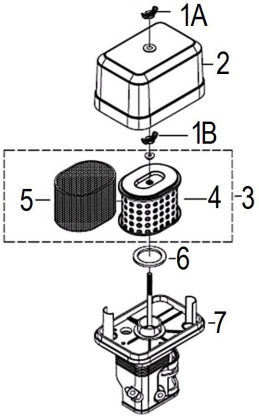
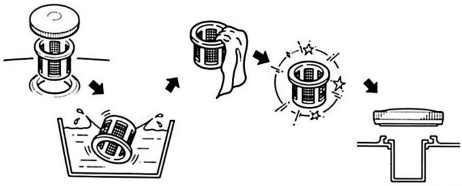

Рис. 23 Обслуживание воздушного фильтра
Рис. 25 Обслуживание сетчатого фильтра в горловине топливного бака
1. Открутите барашковую гайку 1А и снимите крышку 2 воздушного фильтра (Рис. 23).
2. Открутите барашковую гайку 1В и извлеките из корпуса воздушный фильтр 3 в сборе (Рис. 23).
Поролоновый (предварительный) фильтрующий элемент 5 установлен на корпусе бумажного фильтрующего элемента 4 (Рис. 23).
4. При незначительном загрязнении промойте поролоновый фильтрующий элемент 5 (Рис. 23) теплым мыльным раствором и просушите. Поврежденный или сильно загрязненный поролоновый фильтрующий элемент замените.
5. Произведите очистку корпуса 7 и крышки 2 воздушного фильтра, не допуская попадания пыли и грязи в воздуховод, ведущий к карбюратору (Рис. 23).
7. Перед установкой воздушного фильтра убедитесь, что уплотнительное кольцо 6 воздушного фильтра находится на месте и не имеет повреждений (Рис. 23).
Топливный фильтр 2, установленный в горловине бака, проверяйте при каждой заправке бака топливом (Рис. 25). При необходимости вынимайте сетчатый фильтр из бака и производите его очистку (Рис. 23). Регулярно проверяйте целостность сетчатого фильтра, при обнаружении механических повреждений замените сетчатый фильтр.